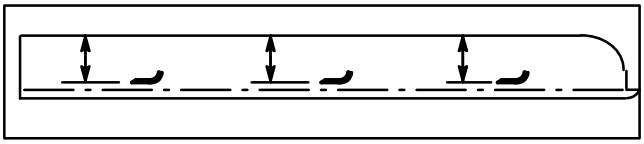

Figure 27
2. Rotate blade until the ends face forward and backward. Measure from inside of cutting unit to cutting edge at front of blade (Fig. 27), and remember this dimension.